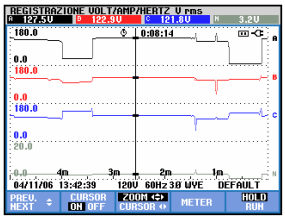

Figura 19-6. Schermata Andamento con cursore e zoom attivati
- Premere F3 per assegnare i tasti freccia alla funzione Zoom. È ora possibile utilizzare i tasti freccia sinistra/destra per espandere o ridurre orizzontalmente orizzontalmente gli andamenti, come mostrato nella figura 19.6. I tasti freccia su/giù consentono di eseguire la stessa operazione verticalmente. Se la funzione Cursore è attiva, lo zoom orizzontale funziona in maniera simmetrica intorno al Cursore; se disattivato, lo zoom orizzontale funziona dal lato destro della schermata. Lo zoom verticale funziona intorno al centro della schermata.